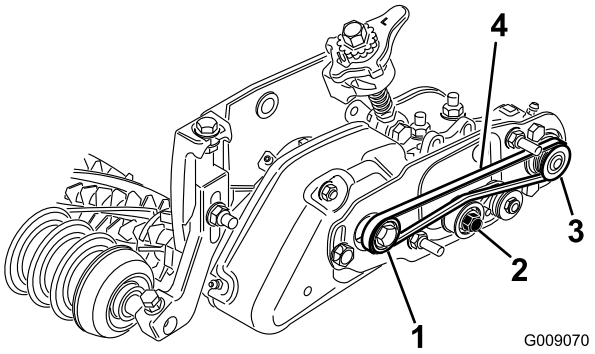

Figura 32
- Coloque la correa alrededor de la polea **arrastrada** y luego por encima de la polea tensora (Figura 32).
- Empiece a colocar la correa en la polea **motriz** (Figura 32).